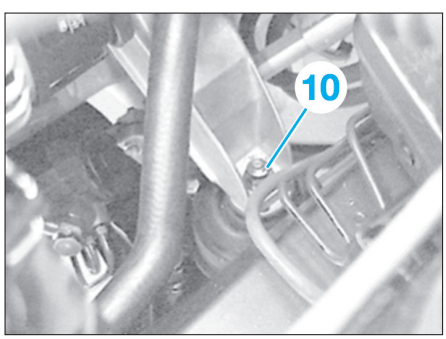

Fig. 108
• Déposer l'écrou (10) des supports moteur gauche et droit **(Fig.108)**.